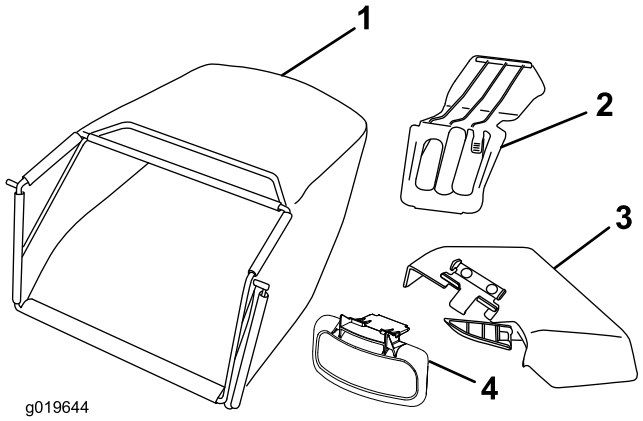

Figura 11
5. Spostate la leva del comando dell'acceleratore in posizione Fast all'avvio del motore (Figura 11).